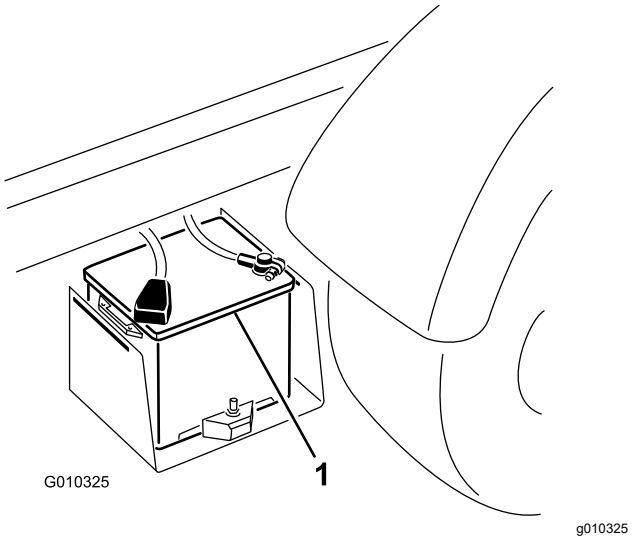

**Figuur 51**
2. Sluit een startkabel aan tussen de positieve polen van de 2 accu's (Figuur 51). De positieve